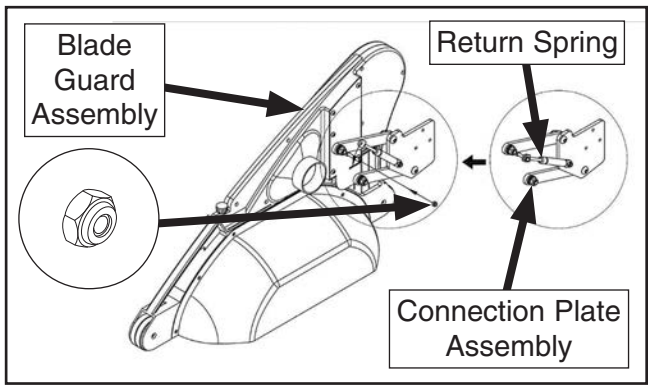

Figure 56. Installing blade guard connection plate assembly onto blade guard assembly.
57. Attach connection plate assembly with return spring to blade guard using (2) M6-1 lock nuts (see **Figure 56**).